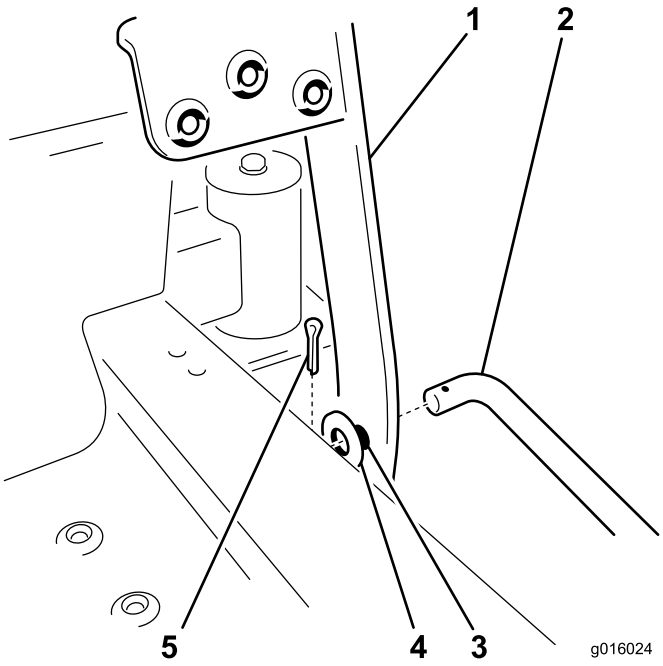

Bild 7
3. Befestigen Sie das Pedal mit 2 Flachscheibe (Innendurchmesser von 17/32 Zoll) und einem Splint (Bild 7).
4. Montieren Sie vorne an der Maschine das gebogene Ende der Hubstange durch das kleine Loch im Pedalarm (Bild 7). Setzen Sie eine Scheibe über das herausragende Ende und befestigen Sie diese mit einem Splint.